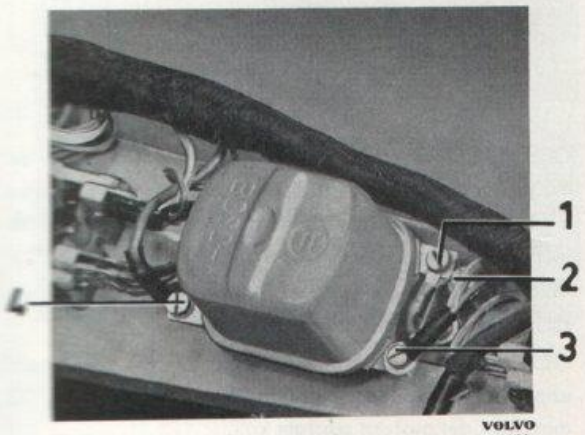

Bild 10-47. Laddningsregulatorns anslutningar
3. Anslut ledningarna. Ledningarna anslutes enl. bild 10-47 eller enl. kopplingsschema, plansch 10-1.